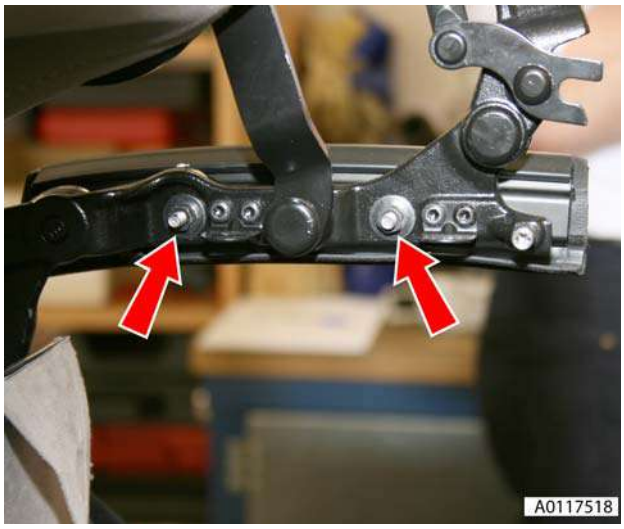

Figure 1
2. Mark position of nuts (x2) to aid installation (see Figure 1).